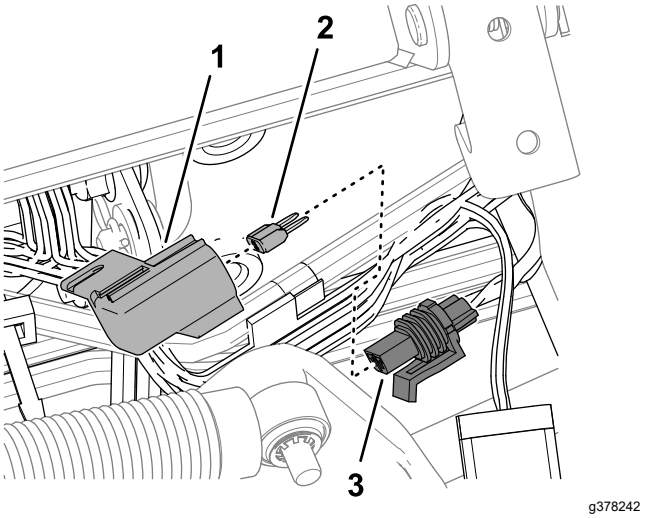

Рисунок 131
3. Снимите крышку со встроенного держателя предохранителя с маркировкой 10 A FUSE TELEMATIC PWR (ПРЕДОХРАНИТЕЛЬ 10 A ПИТАНИЯ УСТРОЙСТВА ТЕЛЕКОММУНИКАЦИИ) (Рисунок 131).